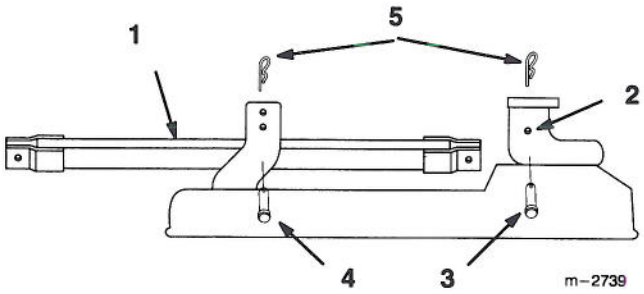

Figure 2
1. Mount (2) stabilizer bars to holes in front mower brackets with (2) 3/8"–1-1/4" (32 mm) clevis pins and (2) hairpin cotters (Fig. 2).
2. Secure stabilizer bars between rear brackets with (2) 3/8"–2-1/4" (57 mm) clevis pins and (2) hairpin cotters (Fig. 2).